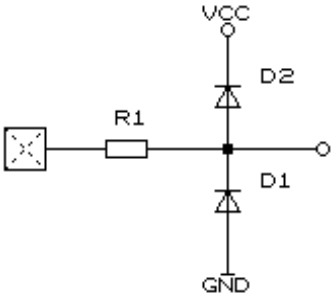

Рис. 3
3.5. Электрические схемы входных и выходных элементов микросхемы приведены на рис. 3…6. Номер рисунка соответствует номеру буфера из табл. 1.